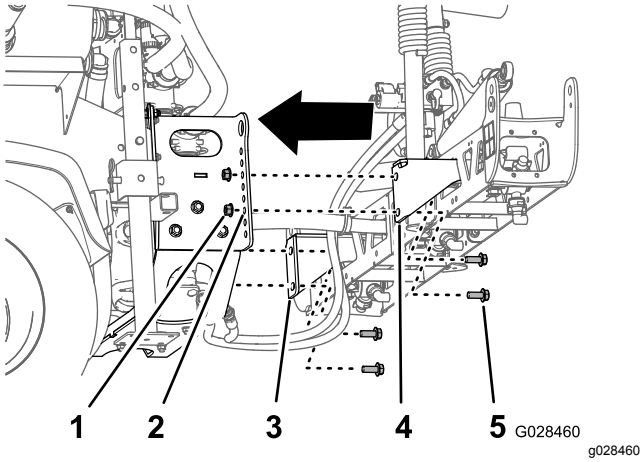

Figur 29
2. Rikta in det nedre hålet i sektionsmonteringsfästena för centersprutrampen med det tredje hålet nedifrån i sprutramsstöden på sprutans plattformsram i enlighet med Figur 29.